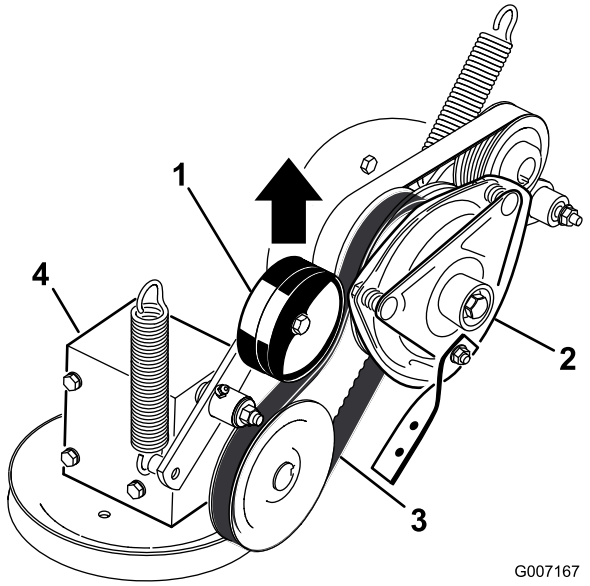

Figur 54
5. Dra upp kraftuttagsdrivremmens fjäderbelastade remskiva och lossa remmen från kopplingsskivan (Figur 54).
17. Dra upp kraftuttagsdrivremmens fjäderbelastade remskiva och montera den på kopplingsskivan (Figur 54).